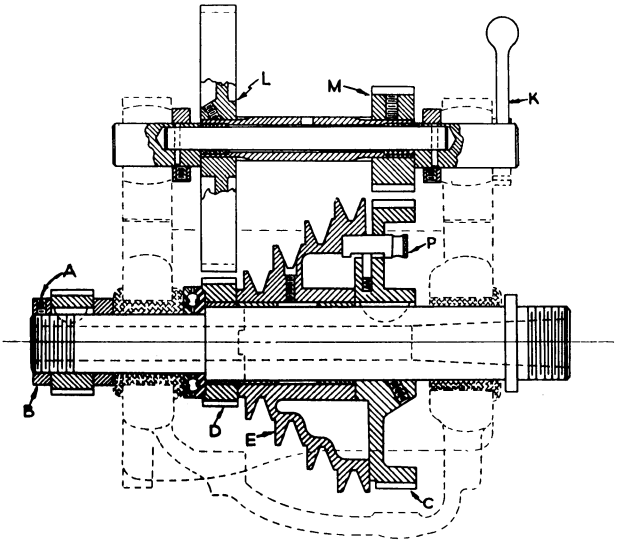
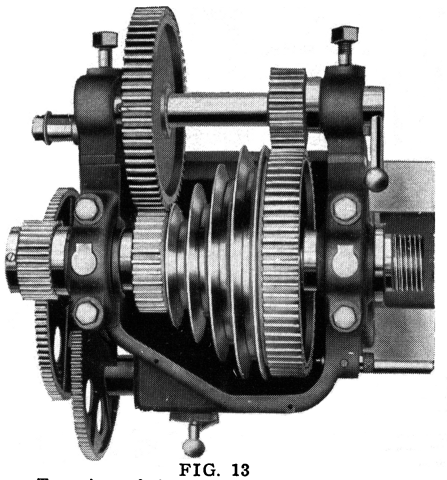

FIG. 10
FIG. 13
All standard 10-inch Atlas Lathes are furnished with a ball bearing to absorb end thrust (see Fig. 10). Adjustment of this bearing simply requires loosening the set screw (A) in the threaded collar (B), and turning it to give a minimum of end play. By pulling this collar up tight, then backing it off a little, the spindle is given just enough play to turn freely. Whenever end play can be felt by pulling lengthwise on the spindle, this adjustment should be made in order to eliminate the chatter and inaccuracy which
The back gearing mechanism of the Atlas Lathe is pictured in Figure 13. Figure 10 explains the details of operation. The "bull gear," C, is keyed solidly to the spindle. The small gear, D, and the spindle pulley, E, are fastened together rigidly—they have wide, perfectly fitting bronze bearings for rotation on the spindle. This small gear and pulley assembly is free to rotate unless the pin, P, is pushed in, locking the pulley to the bull gear and spindle. In this locked position with the back gears disengaged, the spindle is driven directly from the countershaft.